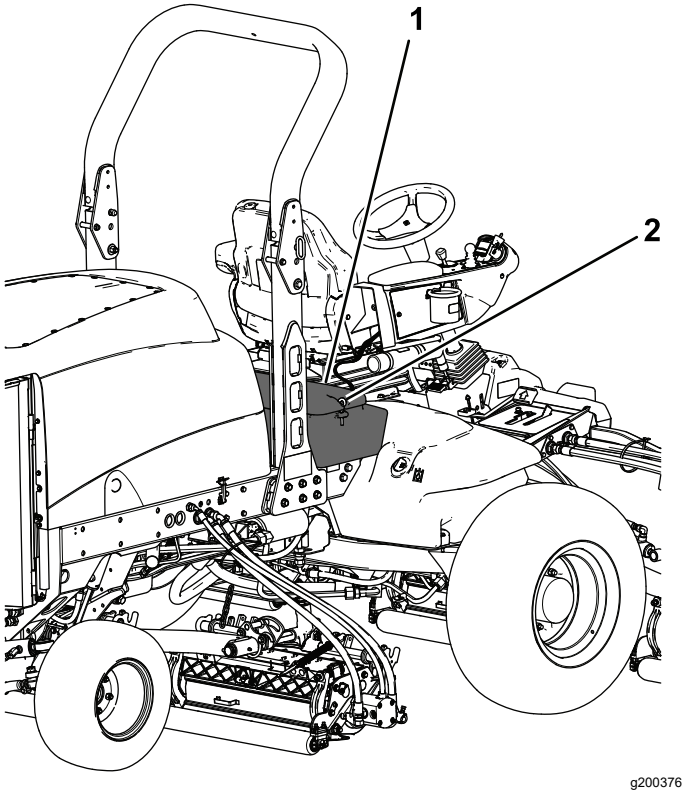

Рисунок 94
2. Откройте защелки и поднимите панель консоли оператора (Рисунок 94).